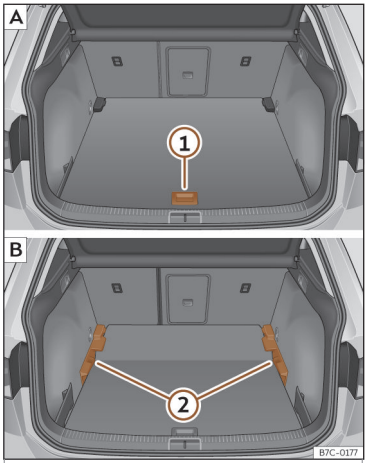

Fig. 109 Suelo variable del maletero: A posición alta; B posición baja.
• Para pasar de la posición baja a la alta, levante el piso por el asidero››› **fig. 109** ①, tire de él hacia atrás hasta que la parte delantera del piso rebase totalmente los soportes ››› **fig. 109** ②.
• Haga desplazar sobre estos el piso hacia adelante hasta que haga tope en el respaldo de los asientos posteriores y, a continuación, baje el piso con el asidero ①.
• Para pasar de la posición alta a la baja, levante el piso por el asidero››› **fig. 109** ①, tire de él hacia atrás hasta que la parte delantera del piso rebase totalmente los soportes ››› **fig. 109** ②.
• Deje caer la parte anterior contra el piso y empuje el piso hacia adelante hasta que haga tope en el respaldo de los asientos posteriores bajando al mismo tiempo el piso con el asidero ①.
• Con el suelo variable en posición alta, levántelo por el asidero››› **fig. 109** ①, tire de él y empuje hacia el respaldo de los asientos posteriores hasta que se doble por la línea de bisagra y la parte móvil del piso repose sobre el mismo.
• Para pasar de la posición alta a la baja, levante el suelo variable por el asidero ››› **fig. 109** ① y tire de él hacia atrás un poco.
• Empuje el suelo variable hacia los asientos posteriores abatidos con el asidero ① haciendo un poco de presión hacia abajo para que la parte móvil del piso enrase con los respaldos de los asientos posteriores.